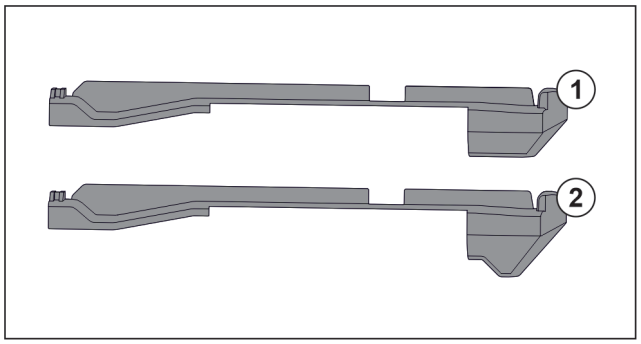

Fig. 31 Comparación de las piezas de acoplamiento
En el aparato hay dos piezas de acoplamiento distintas. La pieza de acoplamiento situada por encima del cajón inferior *Fig. 31 (2)* tiene un borde triangular. Todas las demás piezas de acoplamiento *Fig. 31 (1)* tienen un borde recto.
▶ Coloque la pieza de acoplamiento *Fig. 31 (2)* con borde triangular sobre el cajón inferior.
▶ Coloque las piezas de acoplamiento *Fig. 31 (1)* con borde recto en todas las demás posiciones.